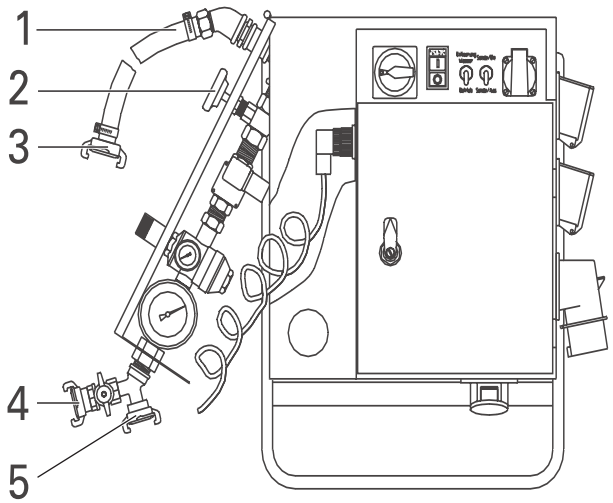

Figure 14: Water fittings
- Connect the supplied water hose (Figure 14,1) to the water fitting on the switch cabinet and the GEKA coupling on the continuous-flow mixer.
- Connect external water hose to GEKA coupling of water inlet (Figure 14,5).
Water must not be taken from the supplementary water outlet (Figure 14,4) while the machine is operating.
The supplementary water outlet (Figure 14, 4) can be used for a separate water hose (e.g. for cleaning)
- If applicable, optimise the water quantity with the fine control valve (Figure 14, 2) on the water fitting.